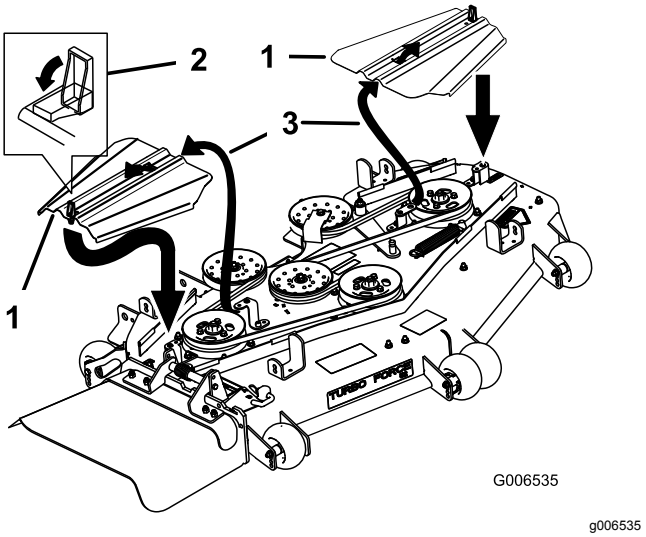

Figuur 89
12. Schuif de aandrijfriemkappen in de lippen, monteer de bouten en zet de sluitingen vast (Figuur 89).